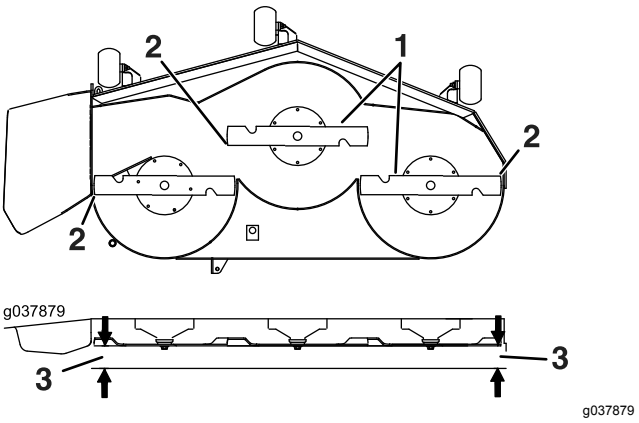

Figure 80
6. Mesurez la distance entre la pointe des lames et le sol plat (Figure 80). Si les deux mesures diffèrent de plus de 5 mm (3/16 po), ajustez l'horizontalité des lames; poursuivez cette procédure.
13. Tournez prudemment les lames pour qu'elles soient parallèles dans le sens transversal (Figure 80).